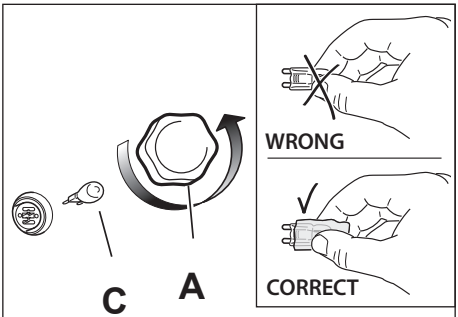

Fig. 7.9
- Remove the protective cover "**A**" (fig. 7.9).